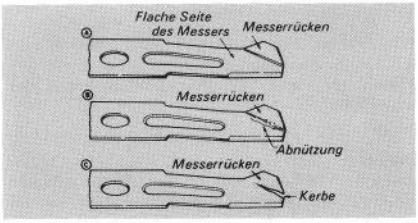

Abbildung 21
3. ☑ Schneidkante des Messers vorsichtig untersuchen; wetzen oder ersetzen, je nach Bedarf (Abb. 21).